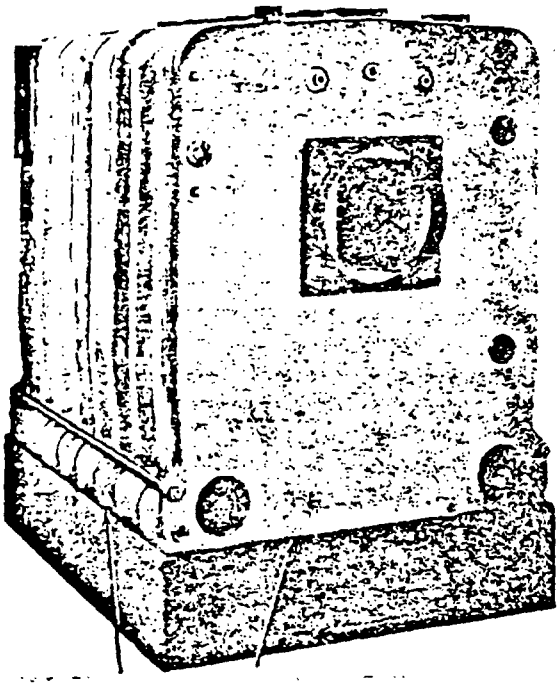

Fig. 5
7. Paint ground seat on face of back section with red lead and attach smoke collar with 3/8" hex. cap screws provided. See Fig. 5.